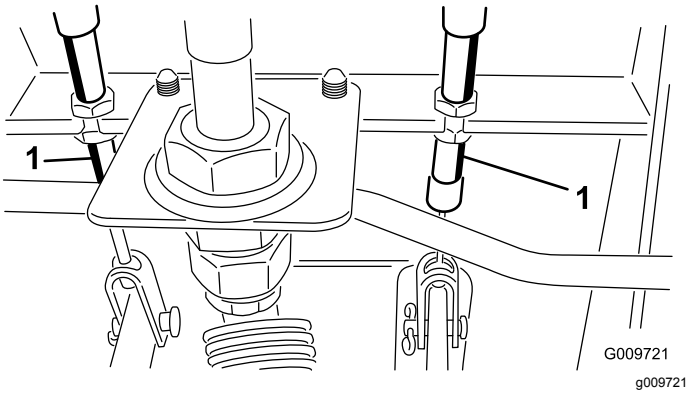

Figur 80
A. Lossa frontmuttern på den gängade änden av bromsvajern (Figur 80).